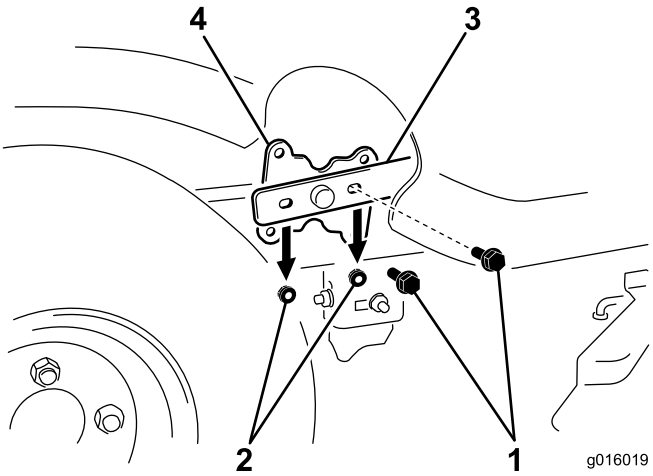

Bild 2
1. Ermitteln Sie unter der rechten Gondel den Hubarm und Hubhebel (Bild 2).
2. Entfernen Sie die Befestigungen, mit denen der Hubarm an der Vorderseite des Hubhebels befestigt ist (Bild 2).